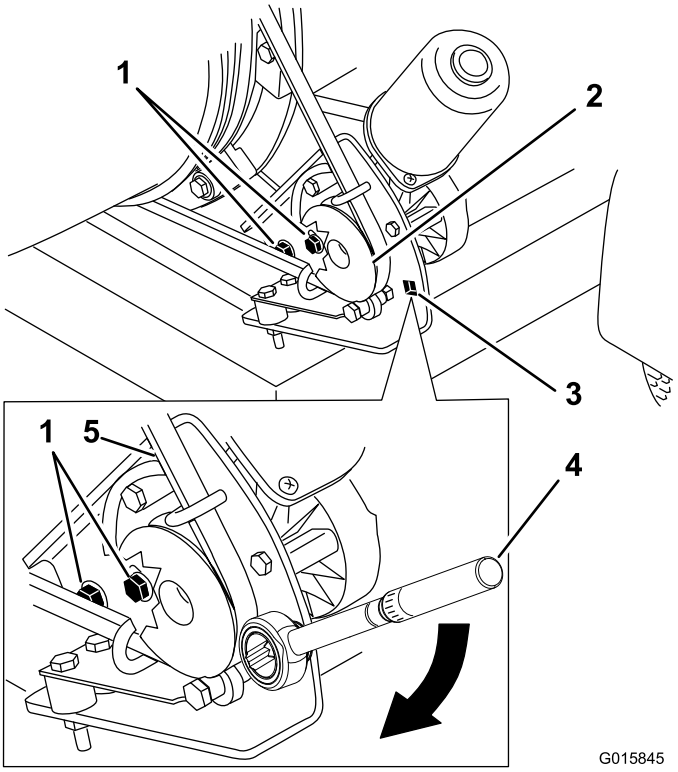

Figuur 30
1. Draai de bouten los die de bevestigingsbeugel aan het frame van de blazer bevestigen (Figuur 30).
2. Plaats een momentsleutel op de montagebeugel voor de poelie (Figuur 30).
3. Draai de montagebeugel van de poelie weg van de afvoer tot de momentsleutel 22,6 tot 26,0 Nm aangeeft (Figuur 30).